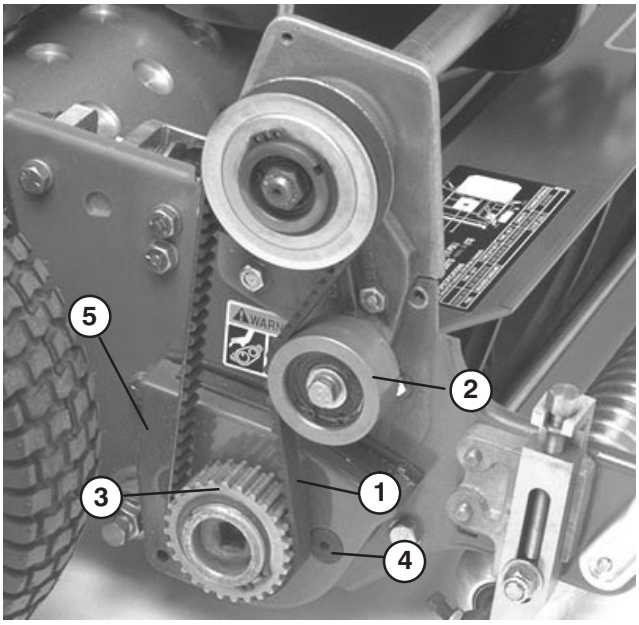

Figure 10
13. Loosen idler pulley to relieve belt tension and remove reel drive belt from pulleys (Fig. 10).
14. Using a 1/2" drive ratchet and extension, remove drive pulley from reel shaft (Fig. 10). Secure the reel from turning with a wood block.
15. Remove (2) flat head machine screws and nuts securing groomer arm cover to bearing housing and side plate (Fig. 10). Remove groomer arm cover and retain fasteners.
16. Remove (2) capscrews and washers securing right bedbar adjuster frame to side plate.